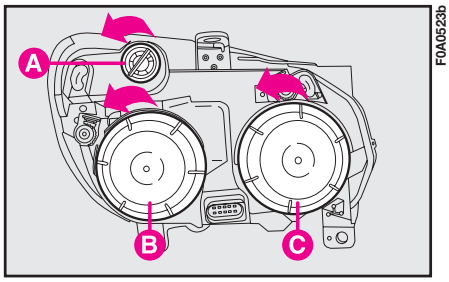

fig. 18
**1)** Remove the protection cover **C-fig. 18** turning it counterclockwise;
**1)** Remove the protection cover **B-fig. 18** turning it counterclockwise;
**1)** Turn the bulb holder **A-fig. 18** and remove it.